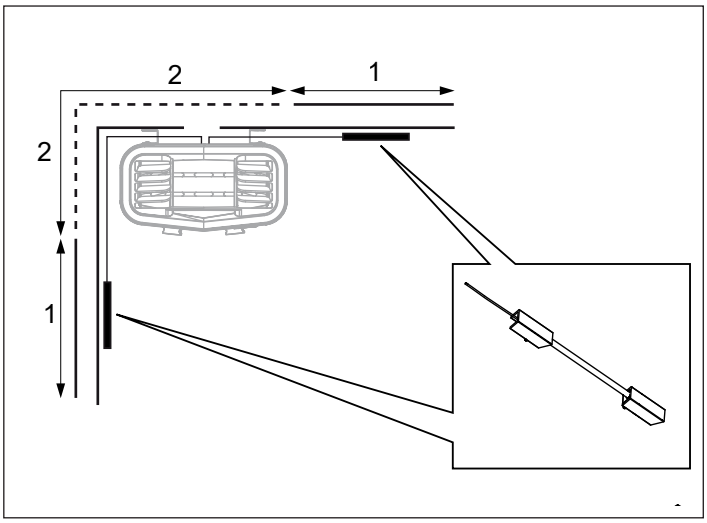

Рис. 11: Размещение датчика температуры
7. Инструкции по размещению держателя датчика температуры на стене см. на рис. 11. По возможности выберите положение 1. Положение 2 приведет к снижению температуры в сауне.